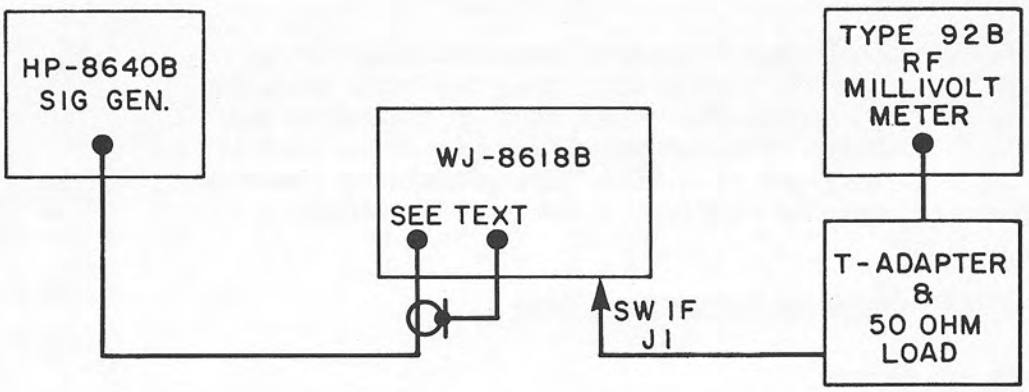

Figure 4-3. AM Demodulator Performance Test, Equipment Connections
3. From the underside of the receiver, connect the signal generator between pins 43 (signal) and 44 (shield) of connector XA16 and connect the RF millivoltmeter to rear panel connector J1, as illustrated in **Figure 4-3.**